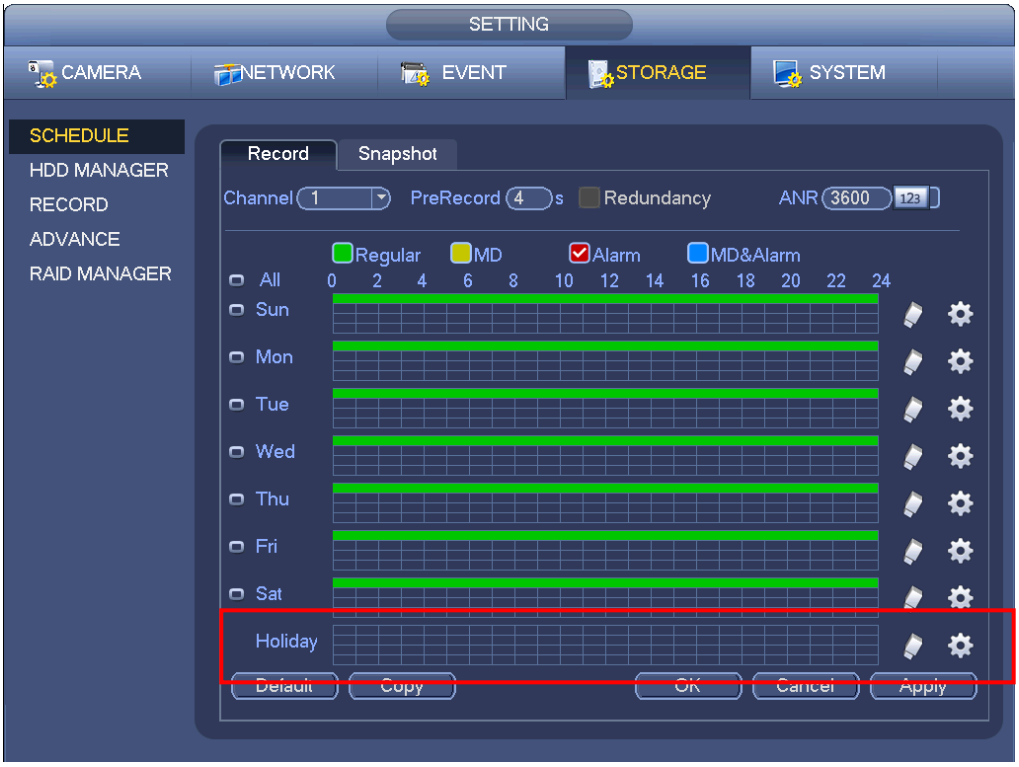

Figure 4-65
In the main menu, from Main menu->Setting->Storage->Schedule, you can go to schedule menu. See Figure 4-65. There are total six periods.
In the main menu, from Main menu->Setting->Storage->Schedule, you can go to schedule menu. See Figure 4-65. Here you can set snapshot period. There are total six periods in one day. Please refer to chapter 4.10.2.1 for detailed setup information. The setup steps are general the same.
g) From Main menu->Setting->Storage->-Schedule. See Figure 4-65
h) Set motion detect record channel, period and the record type shall be motion detect (MD). Please refer to chapter 4.10.2.
d) From Mani menu->Setting->Storage->Schedule, you can go to Figure 4-65.